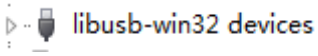

图 3.1.2 开发板 USB 启动模式被识别成功后的图标
4. 请保证 BOOT_SEL0 和 BOOT_SEL1 的信号状态是是 0 和 1 状态，并按下复位后松开，再查看系统是否识别出图 3.1.2 的标识。如若不能，则建议使用示波器抓取 PPRSET_N 复位过程中 BOOT_SEL0 和 BOOT_SEL1 的 3 个信号的波形，保证 PPRST_N 由低变高时，BOOT_SEL0 和 BOOT_SEL1 为 0 和 1，并检查 X2000 焊接情况。